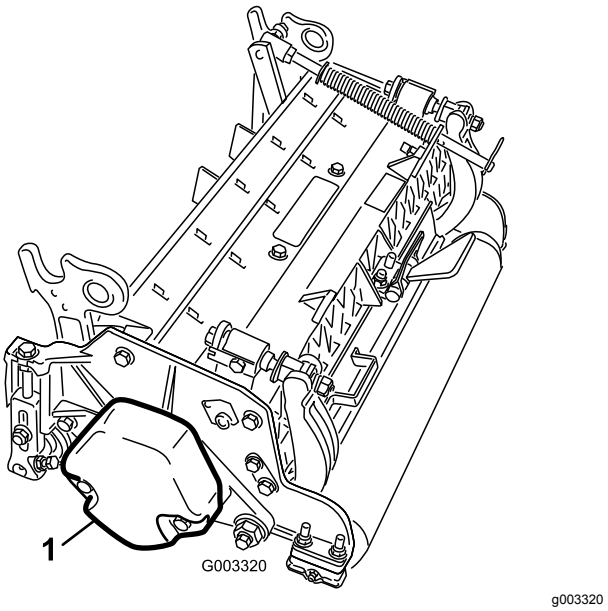

Figuur 4
4. Monteer het tegengewicht (Figuur 4) aan de juiste kant van de maaidekken; zie de *Gebruikershandleiding* van de maaidekken.